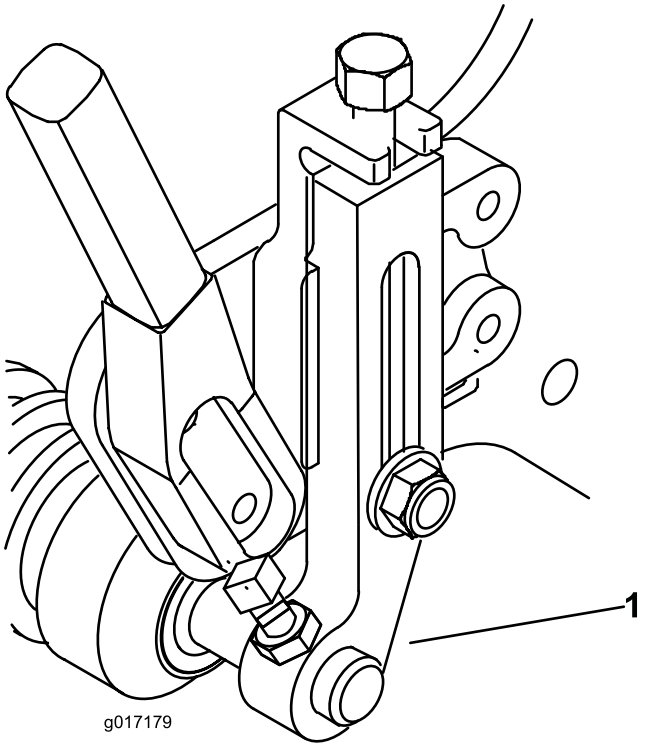

Figur 2
4. Kun på Greensmaster 1600, monter de nye klippehøydearmene og valsen med justeringsskruer for klippehøyde, låsemutterne og setteskruene du fjernet tidligere (Figur 2).
På Greensmaster 800 og 1000, monter klippehøydearmene du fjernet tidligere. Klippehøydearmene på begge modeller må vris til fremoverstilling som vist i Figur 2.